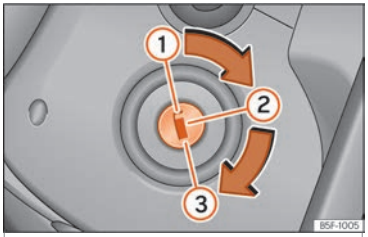

Fig. 216 Posições da chave da ignição.
Nesta posição, ››› Fig. 216 ① a ignição e o motor estão desligados, podendo bloquear a direção.
– Rode a chave da ignição para a posição de arranque ››› Fig. 216 ③.
– Rode a chave da ignição para a posição ››› Fig. 216 (2). A luz ꝏ acender-se-á em caso de pré-incandescência do motor.
– Quando a luz se apagar, rode a chave da ignição até à posição (3) para arrancar o motor, sem acelerar.
– Rodar a chave da ignição para a posição ››› Fig. 216 ①.
– Retire a chave da ignição na posição ››› Fig. 216 ① ››› ⚠.